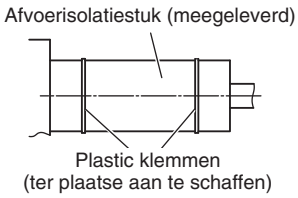

Afb. 3-9
(2) Nadat u de afvoerpijp goed heeft vastgezet, wikkelt u de meegeleverde pakking en de isolatie voor de afvoerpijp eromheen en zet u dit vast met de plastic klemmen. (Afb. 3-9)